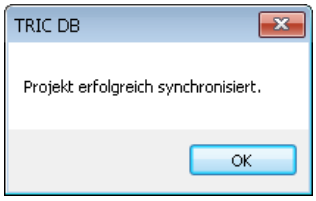

Bild 17.30 – Teil- und Gesamtprojekt wurden erfolgreich synchronisiert
- Gesamt- und Teilprojekt werden nun synchronisiert. Dies dauert erheblich länger als etwa das Auslagern von Teilprojekten. Nach Fertigstellung erhalten Sie eine Meldung über den Erfolg der Synchronisierung (Abb. 17.30).